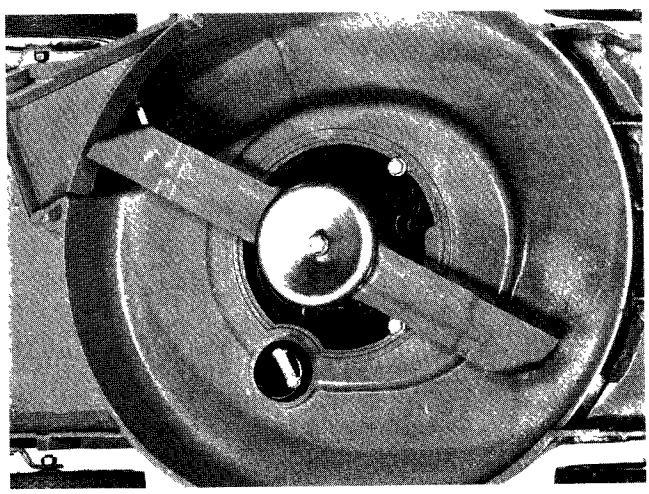

Figure 26
2. Tip mower on left – spark plug – side, and allow mower to remain in tipped position for a short time only (Fig. 26). Avoid rotating blade when mower is tipped because starting problems may result.